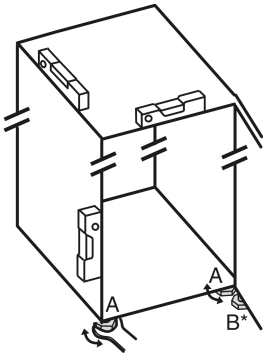

Fig. 36
- ▶ Unscrew the adjustable feet *Fig. 36 (A)* using the enclosed open-end spanner and a spirit level until the appliance is firmly aligned and level.
- ▶ Unscrew the adjustable foot *Fig. 36 (B)* on the swap bearing block with the enclosed open-end spanner until it rests on the floor.
- ▶ Turn the adjustable foot *Fig. 36 (B)* 90° further.